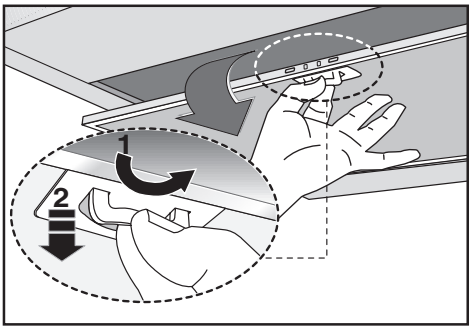

Fig.7
• La distanza minima fra la superficie di supporto dei recipienti di cottura sul dispositivo di cottura e la parte più bassa della cappa da cucina deve essere di almeno **65 cm**. Se dovesse essere usato un tubo di connessione composto di due o più parti, la parte superiore deve essere all'esterno di quella inferiore. Non collegare lo scarico della cappa ad un condotto in cui circoli aria calda o utilizzato per evacuare fumi degli apparecchi alimentati da un'energia diversa da quella elettrica. Prima di procedere alle operazioni di montaggio, per una più facile manovrabilità dell'apparecchio disinserire i filtro/i antigrasso (Fig.7).